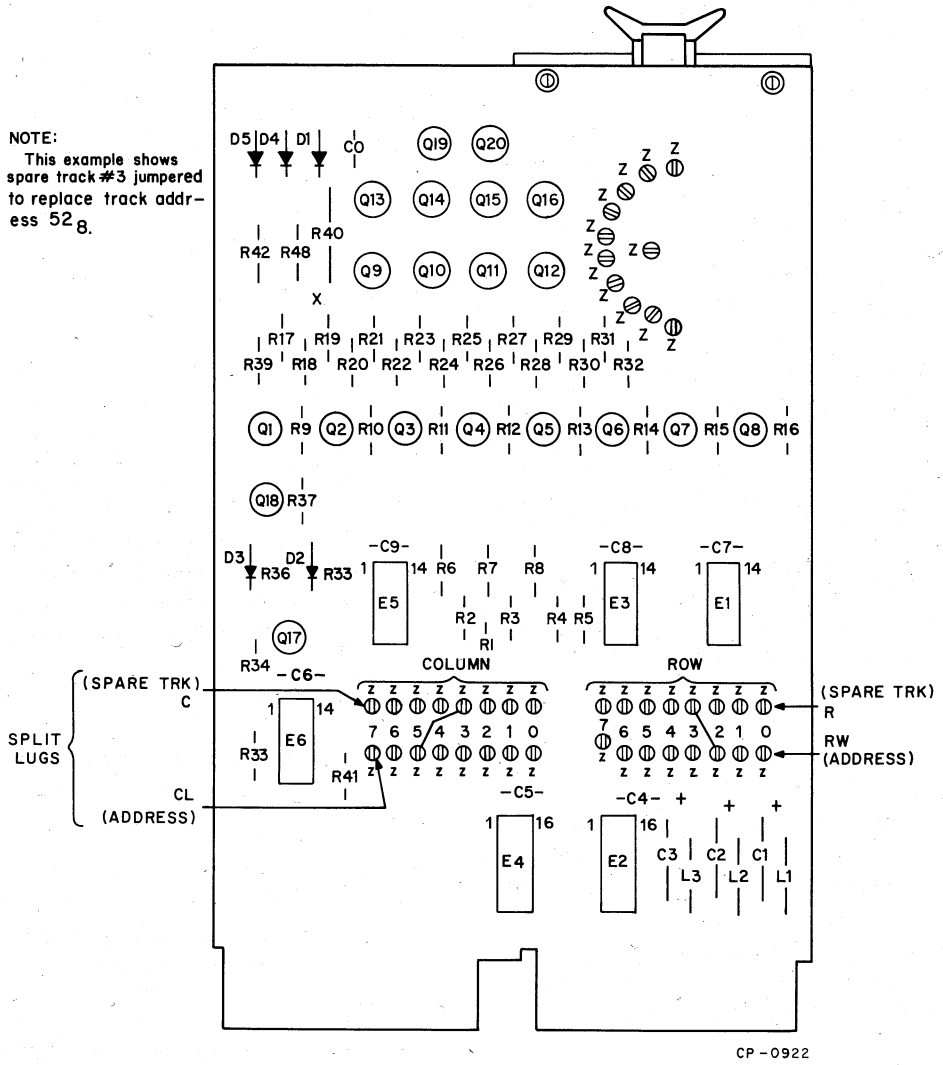

Figure 3-36 Alternate Track Wiring Example (Showing Spare Track No. 3 Jumpered to Replace Track Address 52_8)
3. As shown in Figure 3-36, there are two groups of split lugs (column and row) on the module, each group consisting of two lines of eight lugs. In each group, the line (labelled "C" and "R") nearest the module handle is associated with the spare track, while the other line (labelled "CL" and "RW") is associated with the track address to be replaced. Examine the spare track line of split lugs on the module and select any unused pair of lugs *of the same number,* one from the "C" line and one from the "R" line.
In the example shown in Figure 3-36, 3R and 3C were selected.
4. Solder one jumper from the selected lug in the C line to the lug in the CL line, corresponding to the column of the track address to be replaced. In the example shown in Figure 3-36, the jumper is connected between 3C and CL5, because 5 is the column in track address 52_8.
5. Solder a second jumper from the selected lug in the R line to the lug in the RW line, corresponding to the track address to be replaced. In the example shown in Figure 3-36, this jumper is connected between 3R and RW2, because 2 is the row in track address 52_8.